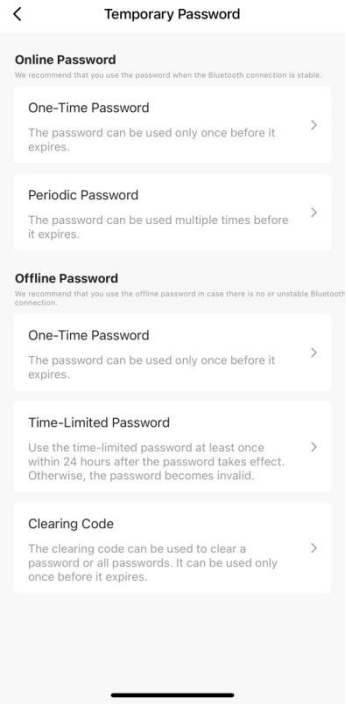

Figure Q-2
(2) Online password unlocking (See **Figure Q-2)**